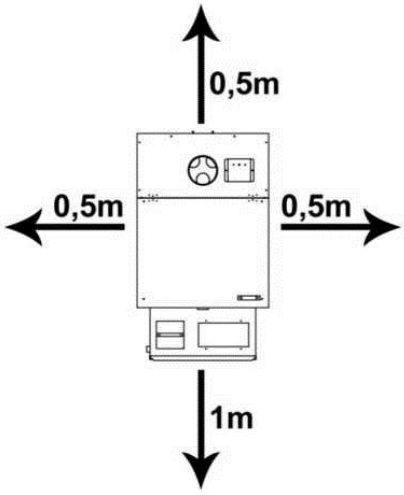

Fig. 2. Minimal safety space around the device .
- place the heater on a flat, concrete floor, in the spot allowing free space around the device, according to Fig. 2.,